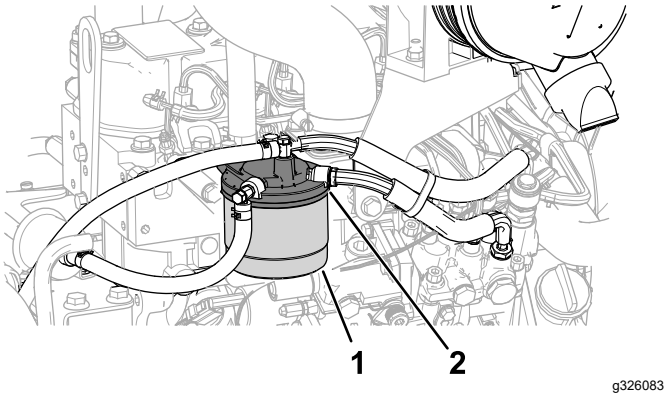

Figur 60
1. Rengør området omkring brændstoffilterhovedet (Figur 60).
2. Afmonter filteret, og rengør filterhovedets monteringsflade (Figur 60).